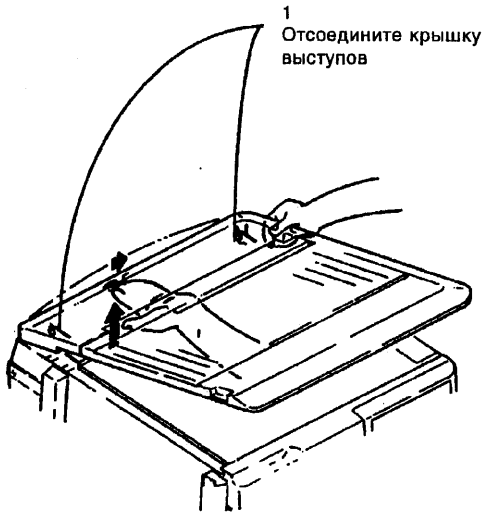

Рисунок 2. Снятие крышки стекла с аппарата
3. (рис. 2) При необходимости снимите крышку стекла с аппарата, подняв ее вверх и сдвинув вправо, как это показано на рисунке.